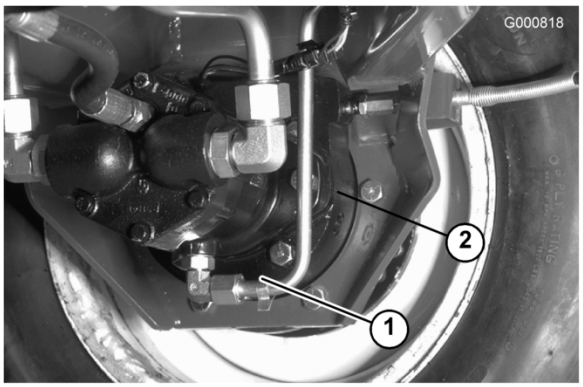

Figura 55
3. Togliete i tappi di controllo/spurgo dalla scatola del freno e lasciate defluire l'olio (Figura 55).